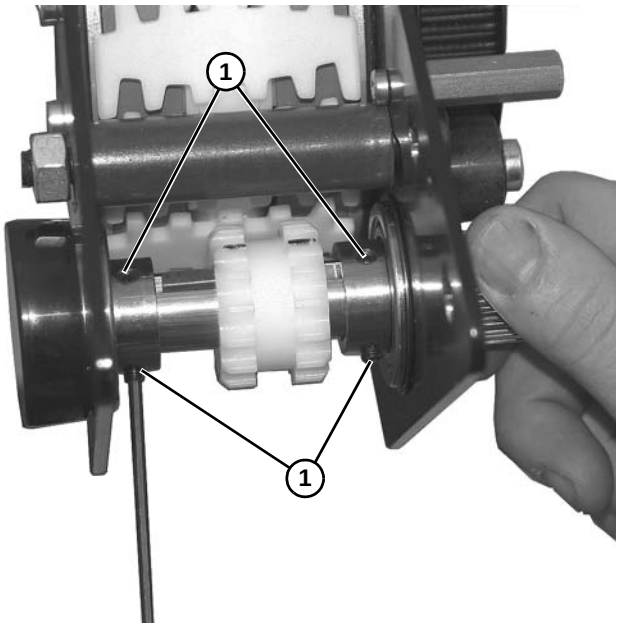

Figure 116
2. Secure drive shaft onto bearings with four set screws **(Figure 116, item 1)**.